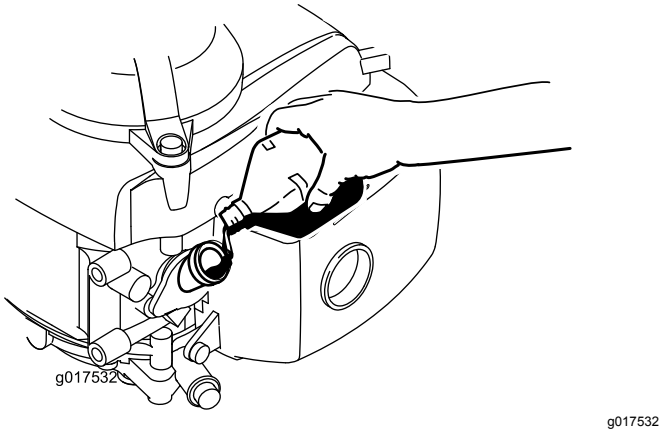

Figur 6
3. Hæld **langsomt** olie i oliepåfyldningshullet, vent 3 minutter, og kontroller oliestanden på målepinden ved at tørre målepinden ren og derefter sætte oliepåfyldningsdækslet i hullet **uden at skrue det i** (Figur 6).